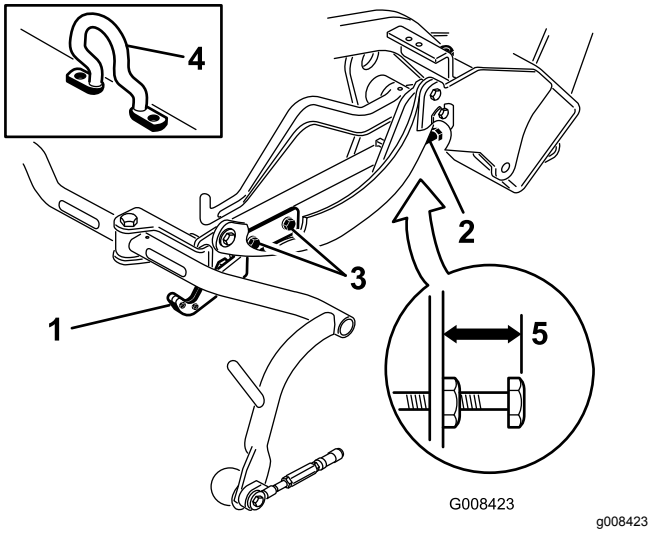
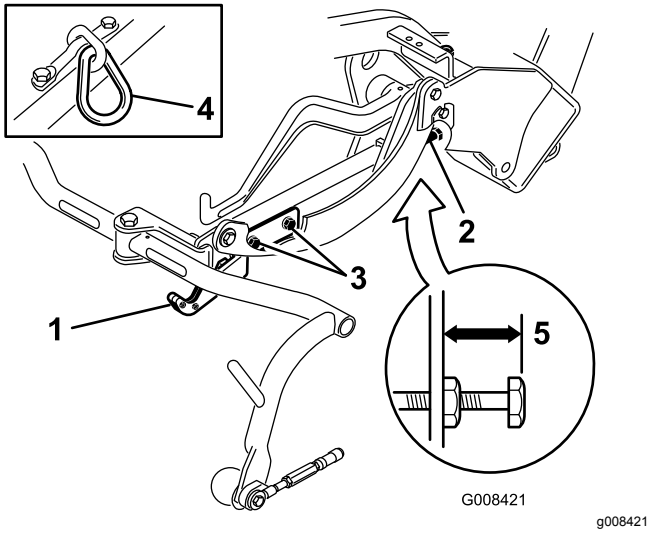
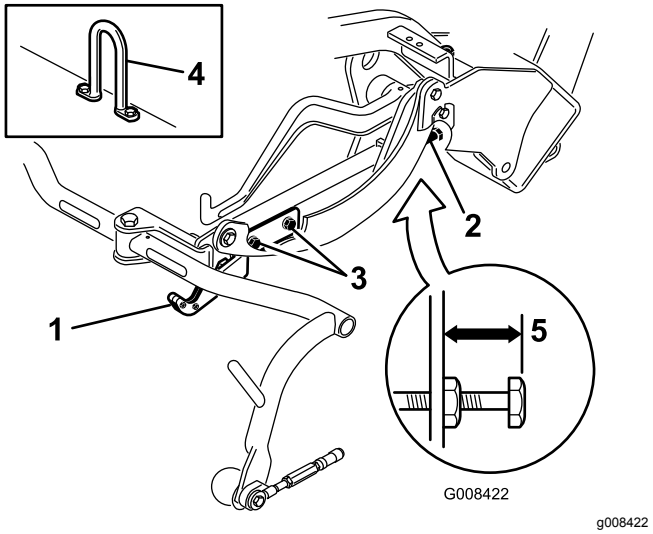

Rysunek 12
Rysunek 13
Rysunek 14
Sprawdź ustawienie wysokości transportowej (Rysunek 13 oraz Rysunek 14) i w razie potrzeby skoryguj je.
2. W przypadku jednostek tnących wyposażonych w hak podnoszenia z odsadzeniem (wstawka na Rysunek 12) upewnij się, że odległość od górnej krawędzi śruby regulacyjnej ramy nośnej do tylnej krawędzi ramy nośnej wynosi 25 mm. Przejdź do kroku 4, jeżeli ta odległość nie wynosi 25 mm.
3. W przypadku jednostek tnących wyposażonych w łącznik łańcuchowy lub prosty hak podnoszenia (wstawki na Rysunek 13 oraz Rysunek 14) upewnij się, że odległość od górnej krawędzi śruby regulacyjnej ramy nośnej do tylnej krawędzi ramy nośnej wynosi 22 mm. Przejdź do kroku 4, jeżeli ta odległość nie wynosi 22 mm. Przejdź do następnego kroku w przypadku jednostki tnącej wyposażonej w hak podnoszenia z odsadzeniem (Rysunek 12).
4. Poluzuj śruby mocujące płytę transportową (Rysunek 13, Rysunek 14 oraz Rysunek 12).
7. Jeżeli ramy nośne nie są na takiej samej wysokości, poluzuj przeciwnakrętkę śruby regulacyjnej ramy nośnej (Rysunek 12, Rysunek 13 oraz Rysunek 14). Przekręć śrubę na zewnątrz, aby unieść ramę lub do wewnątrz, aby ją opuścić. Po uzyskaniu właściwej wysokości dokręć przeciwnakrętkę.